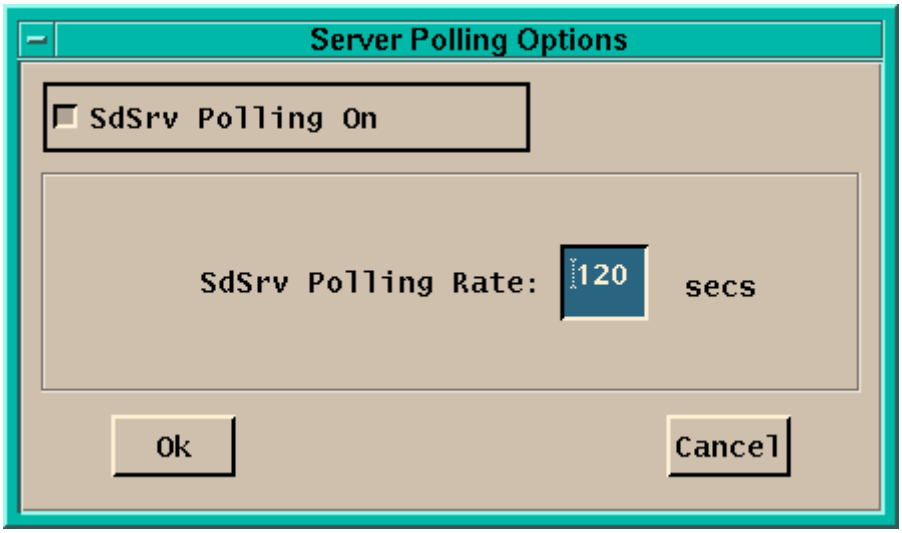

Figure 61. Science Data Server - Server Polling Options
- **Options - This menu includes the System Settings item that opens the Server Polling Options window. Polling of the data server can be switched On/Off and the SdSrv Polling rate can be adjusted through this window shown in Figure 61.**
The Data Types Tab is the default screen of the Science Data Server Operator GUI shown in Figure 61. This window provides operations personnel at the DAAC the capability to view descriptor information, add new ESDTs and update ESDTs. A list of currently installed ESDTs is shown along with a version number and a brief description of the structure for an ESDT. Additional information that describes the structure, contents, and services that each existing ESDT provides can be viewed by selecting the data type and clicking on the *View* button.